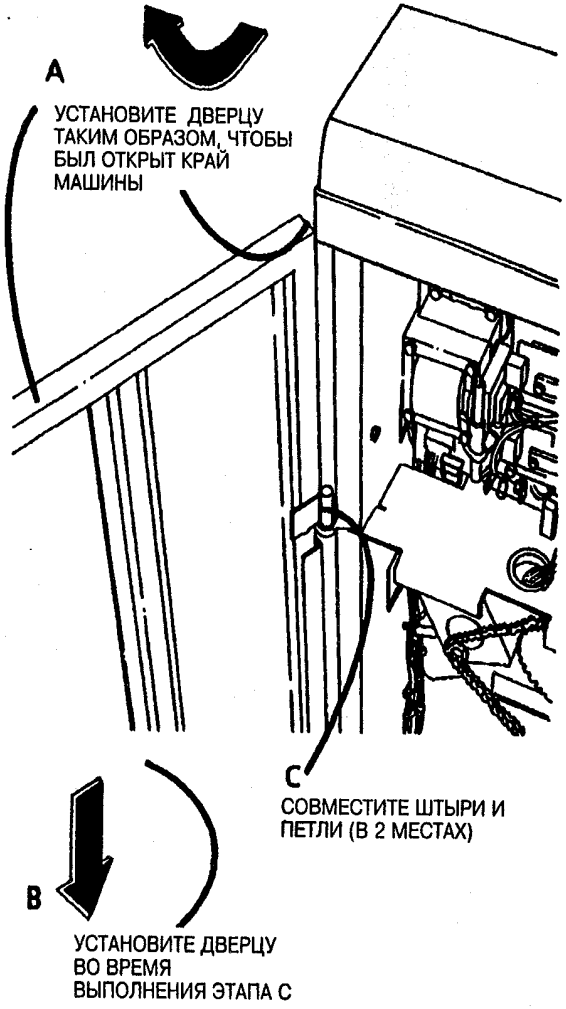

Рис. 2. Установите левую дверцу
1. (Рис. 2): Установите левую дверцу.